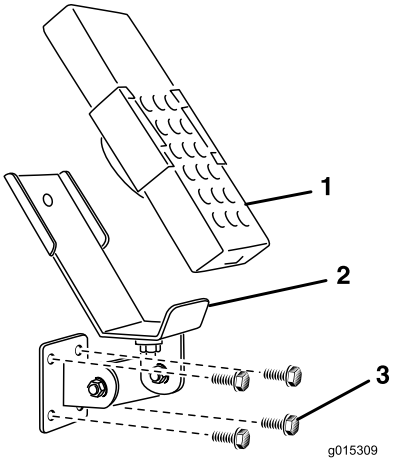
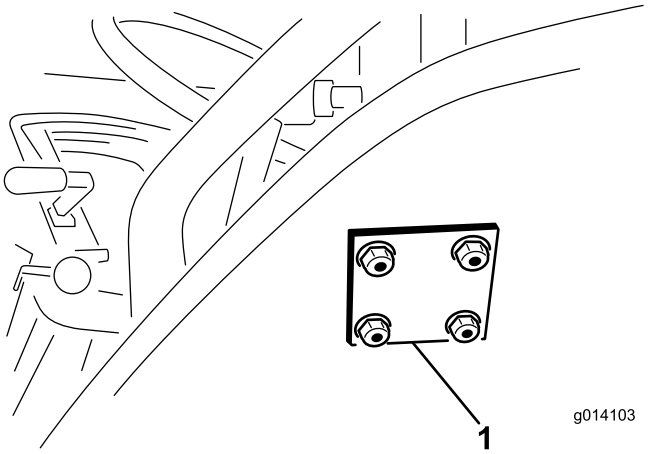

**Figur 12**
**Figur 13**
3. Brug bagpladen som skabelon til at finde, markere og bore (4) huller med diameter på 8,7 mm i bugseringskøretøjets monteringsoverflade.
4. Fastgør monteringsbeslaget og bagpladen med (4) 5/16 x 1-1/2 tommes flangehovedbolte og flangelåsemøtrikker (Figur 12 og Figur 13).